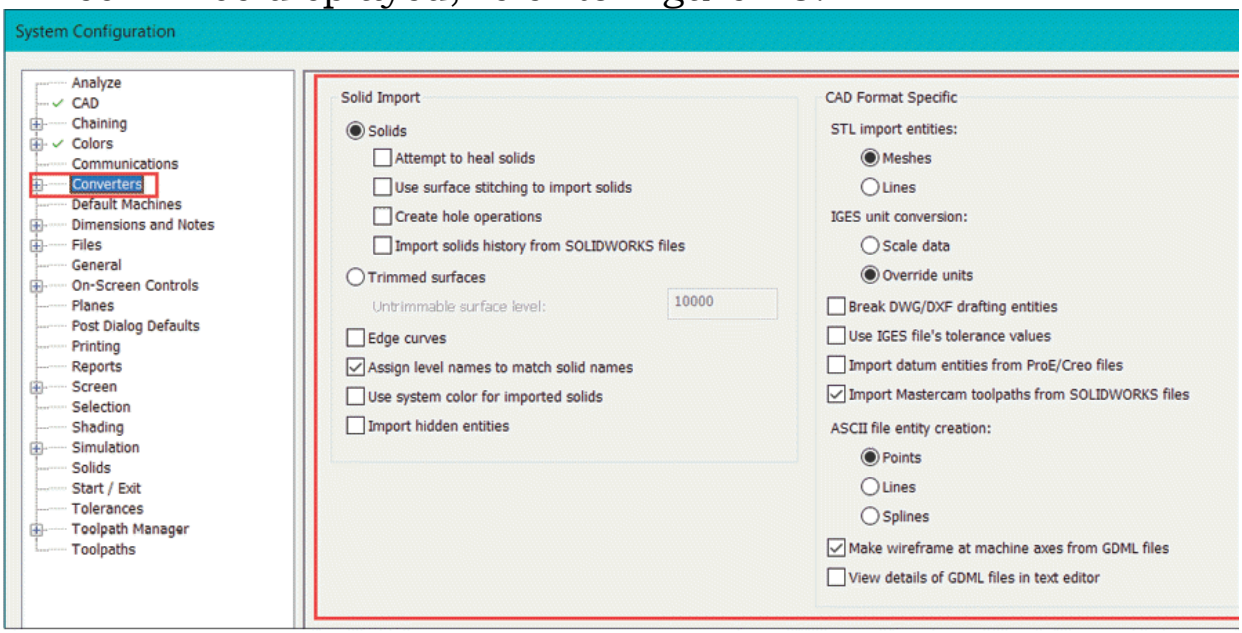

Figure-78. Converters options
- Click on the **Converters** option from the left area of the dialog box. The options to define parameters for importing files will be displayed; refer to Figure-78.